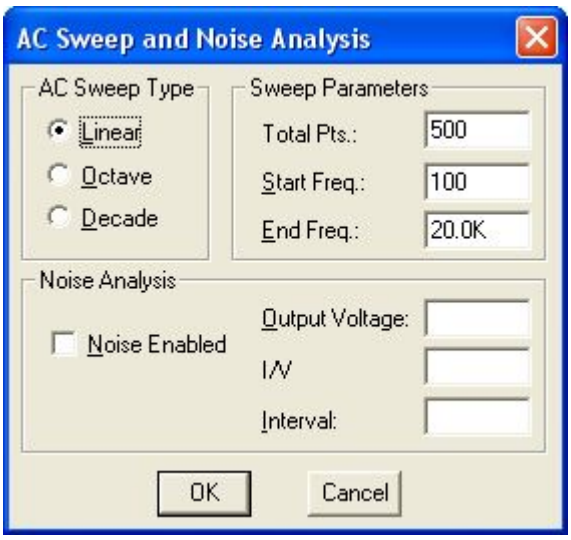

Рис. 13
3. Установим параметры режима AC_Sweep. В окне установки параметров режима определим параметры так, как показано на рис. 13